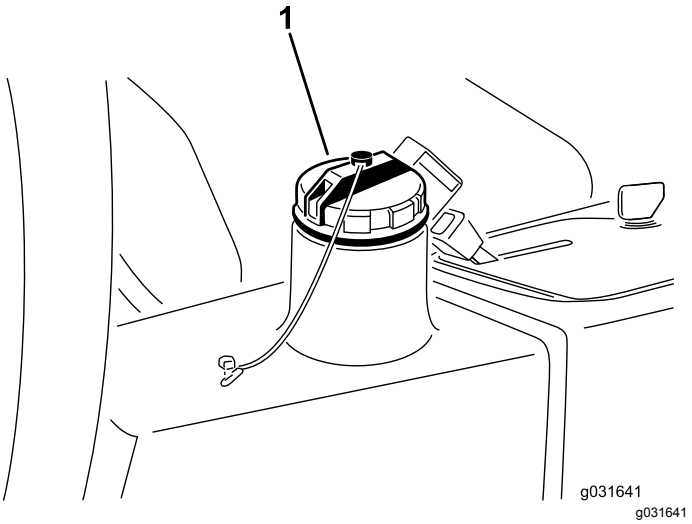

图 64
4. 向液压油箱图 64注入约 13.2L 液压油请参阅 检查液压系统 (页码 42)。